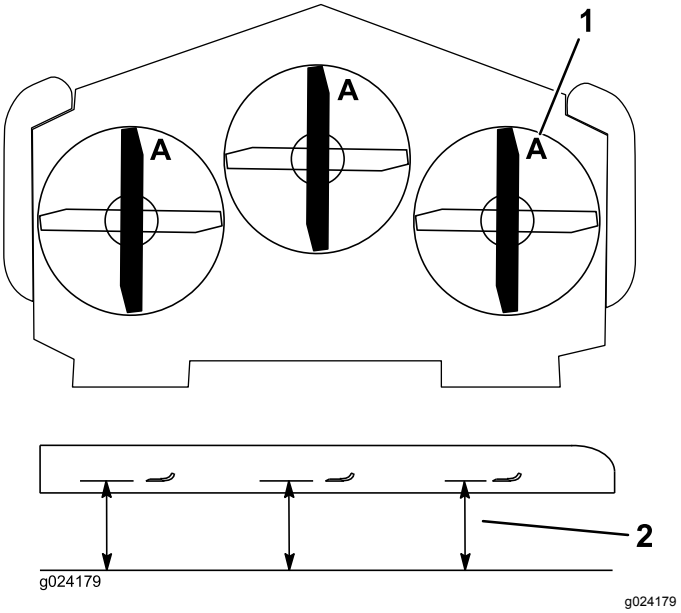

Figur 90
3. Drej knivene, indtil enderne vender fremad og bagud (Figur 90).
4. Mål fra en plan overflade til skærekanten, position **A**, på knivene(Figur 90). Noter dette mål.